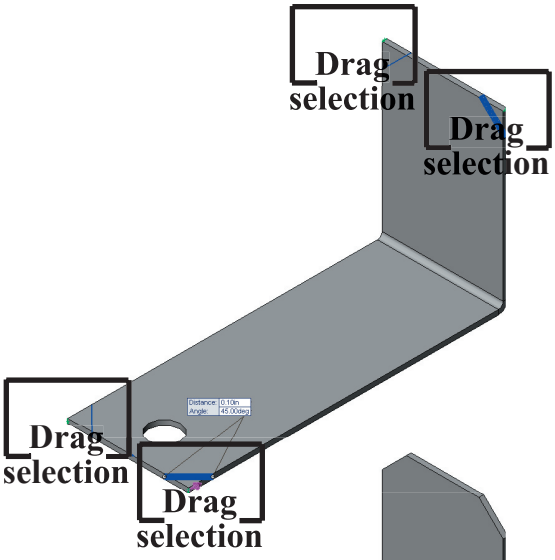

Fig. 12
Step 3. Drag a selection around each corner to select the corner edge, **Fig. 12**, then click OK .